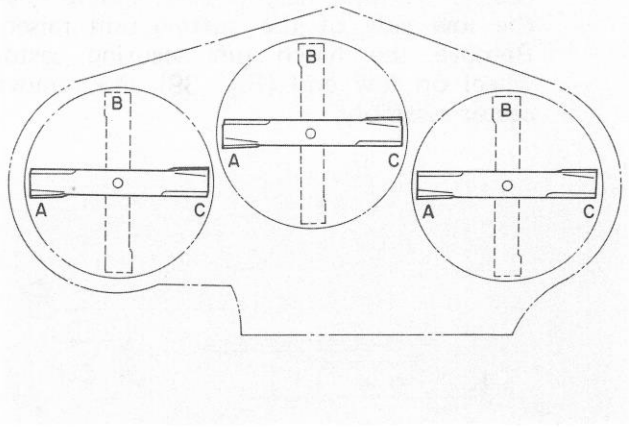
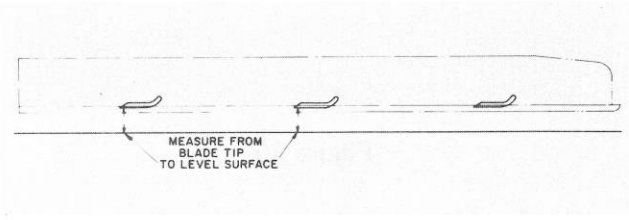

Figure 47
Figure 48
5. Position all three blades in the "A" position (Fig. 47) and measure from level surface to the bottom of the tip end of each blade (Fig. 48).
6. Note measurement attained at "A", rotate blades to "B" position (Fig. 47), measure distance of all blades to level surface and note dimensions (Fig. 48).
7. Rotate blades to "C" position, measure and note distance measured (Fig. 47, 48).